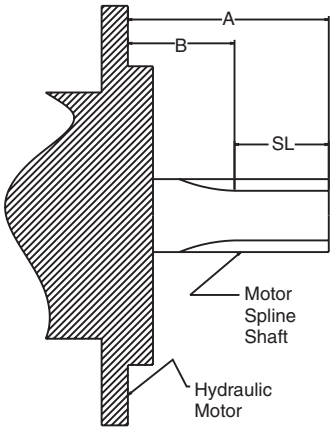

Figure 5.5-1
5.5.1 Before installing the hydraulic motor, measure dimensions A , B, and spline length (SL) on the hydraulic motor.(See Figure 5.5-1).
⚠CAUTION **Failure to meet this condition will damage the hydraulic motor, the gearbox, or both.** (**Important**: *Dimension B is to the location where the spline tooth is full depth see Figure 5.5-1*).